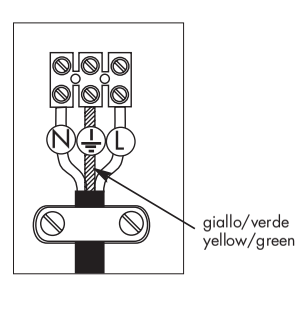

fig. 3
- Collegare il cavo di alimentazione all'apposito morsetto e fissare con fermacavo **(fig. 3)**. Il conduttore giallo/verde deve essere collegato alla terra contrassegnata dal simbolo ⏚.
- Connect the feeding cable to the suitable terminal and fix with cable gland **(fig. 3)**. The yellow/green conductor must be connected to the earth marked by symbol ⏚.
- Connecter le câble d'alimentation à la borne spéciale e fixer avec le presse câble **(fig. 3)**. Le conducteur jaune/vert doit être connecté à la terre marquée par le symbole ⏚.
- Das Versorgungskabel an die entsprechende Klemme anschließen und mit dem Kabelhalter befestigen **(Abb. 3)**. Der gelb-grüne Leiter muß an die mit dem Symbol ⏚ gekennzeichnete Erde angeschlossen werden.
- Conectar el cable de alimentación al borne correspondiente y sujetarlo con un aprietacable **(fig. 3)**. El conductor amarillo/verde se debe conectar a la tierra, cuyo borne está marcado con el símbolo ⏚.